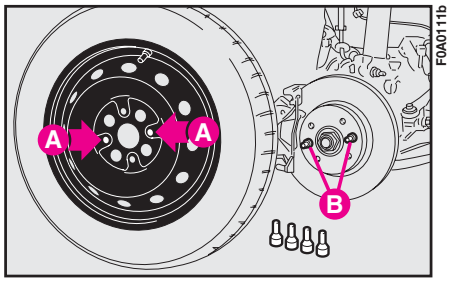

fig. 10
**16)** Fit the spare wheel making the holes **A-fig. 10** coincide with the respective centring pins **B**.